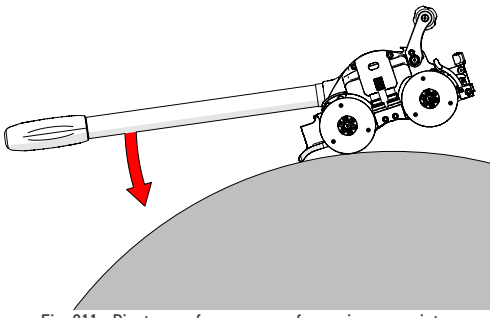

Fig. 211 - Pivot away from scan surface using pry point
3. When the front two wheels of the crawler separate from the scan surface, continue to press down on the manipulation handle *(Fig. 211)*.